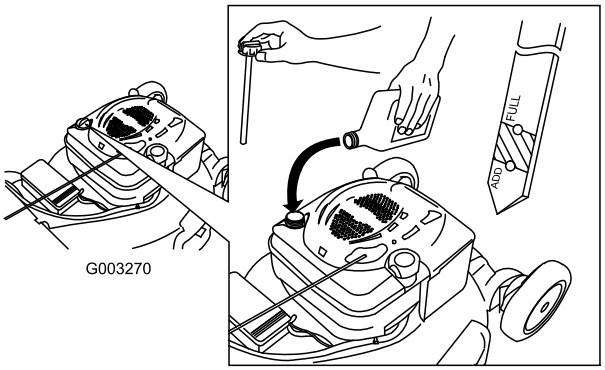

Figura 36
4. Versate **lentamente** l'olio nel tubo di riempimento finché non raggiunge il segno di pieno sull'asta (Figura 36). **Non riempite troppo.** (Riempimento massimo: 0,59 litri, tipo: olio detergente SAE 30W con service classification API SF, SG, SH, SJ, SL o superiore.)